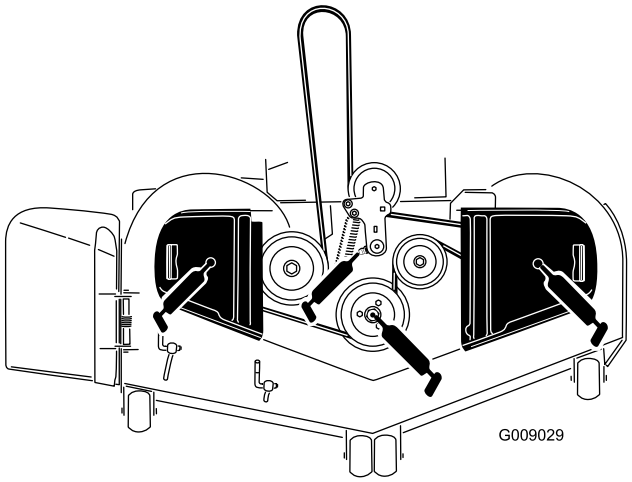

**Figuur 44**
3. Smeer het scharnierpunt van de spanpoelie van het maaidek tot het smeer er aan de onderzijde uitkomt (Figuur 44).
4. Smeer de nippels aan de bovenzijde van de 3 aslagers tot het smeer er uitkomt (Figuur 44).
5. Smeer de arm van de spanpoelie van de aandrijfriem (Figuur 44).